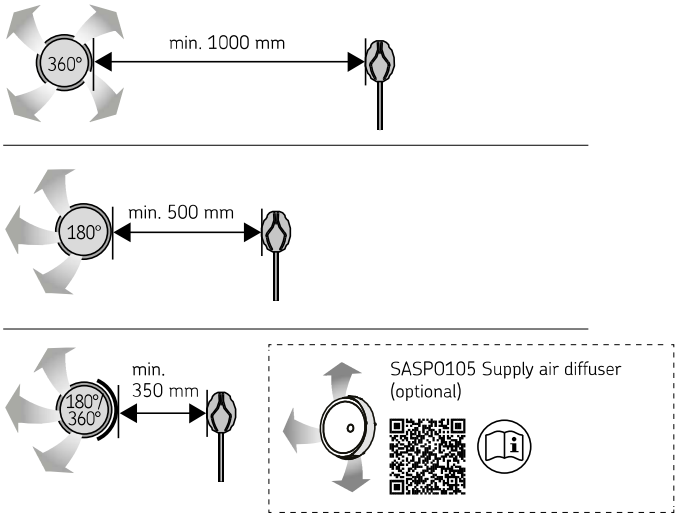

Figure 7. Minimum distance from the supply air vent to the temperature sensor
- The supply air vent of the sauna room must not be located near the temperature sensor. The air flow near an air vent cools down the sensor, which gives inaccurate temperature readings to the control unit. As a result, the heater might overheat. (>> Figure 7. Minimum distance from the supply air vent to the temperature sensor).
- **Mechanical ventilation:** The supply air vent must be located in the upper part of the sauna so that it does not interfere with the operation of the temperature sensor. (>> Figure 7. Minimum distance from the supply air vent to the temperature sensor)